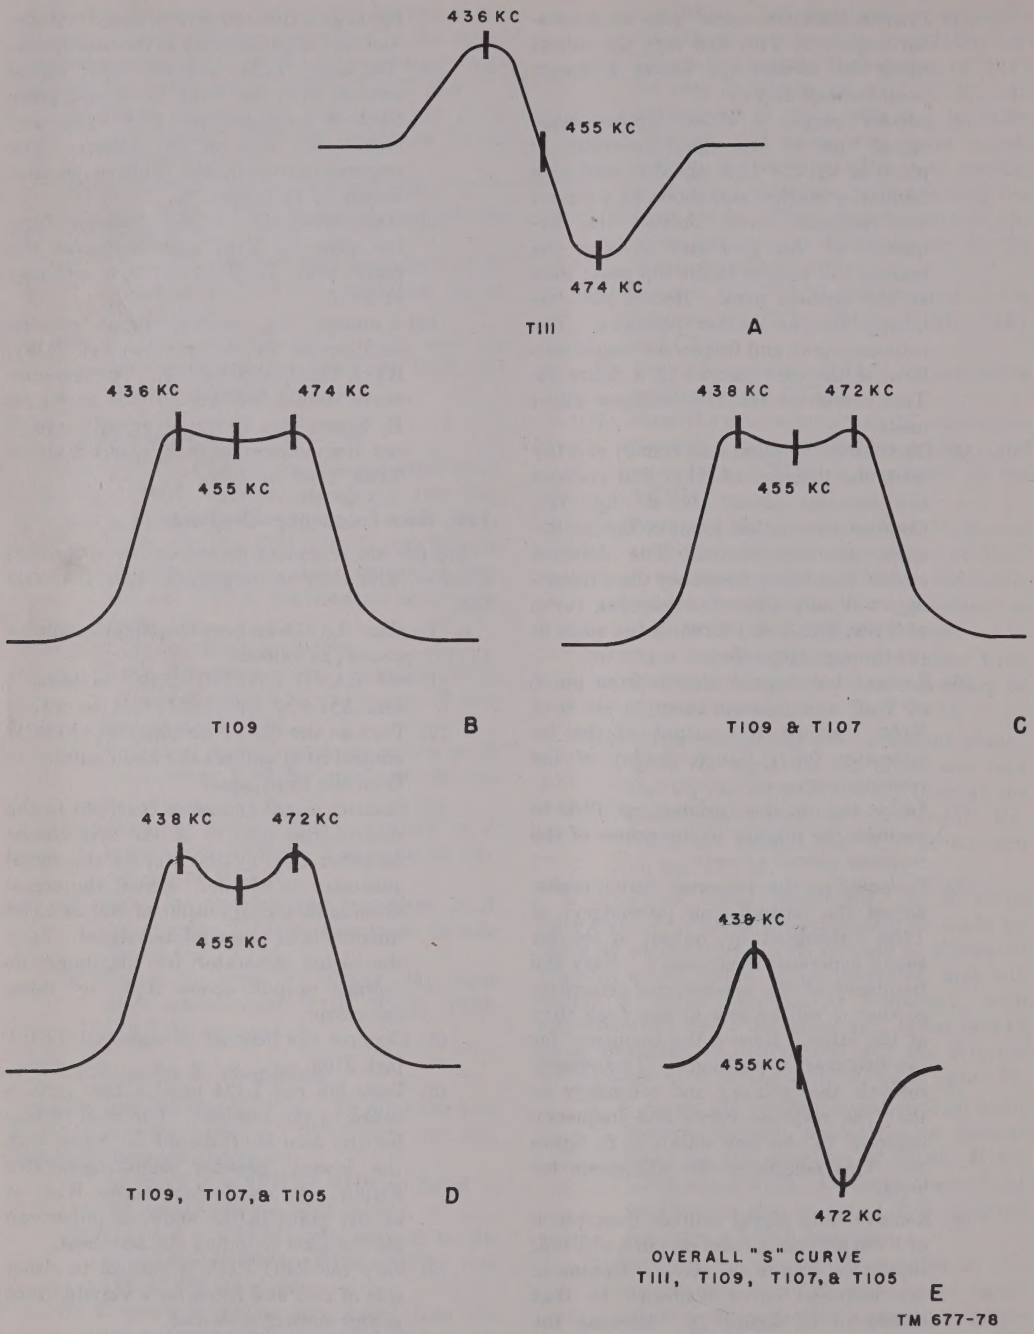
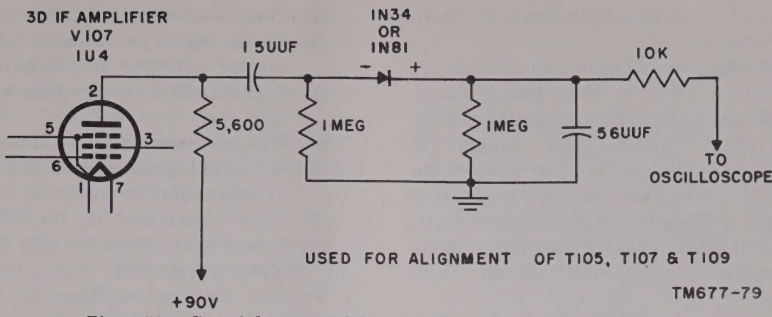

Figure 78. Alinement curves for the 455-kc fm if. transformers.
Figure 79. Crystal detector used for alinement of 455-kc fm if. transformers.
(3) Connect a 455-kc am signal (use the signal generator in paragraph 98), to pin 6 of V107. Set the signal generator for 100,000 microvolts with modulation off.
(4) Adjust the bottom tuning slug of T111 for zero dc output on the VTVM. An adjustment of the tuning slug in either direction will swing the meter needle positive or negative when zero reading is obtained, after the correct setting has been made. This adjustment sets the secondary of the discriminator to the center frequency.
(5) Connect the VTVM from ground to the junction of R179, R180, R181, C255, and C256.
(6) Tune the top slug of T111 for maximum reading on the VTVM.
(7) Place the generator signal ((3) above) on pin 6 of V106 and tune the primary and secondary of T109 to maximum on the VTVM.
(8) Place the signal on pin 6 of V105 and tune the primary and secondary of T107 to maximum on the VTVM. Gradually reduce the rf input of the generator as the number of if. stages increases.
(9) Place the signal on pin 6 of mixer V103 and tune the primary and secondary of T105 to maximum on the VTVM.
(10) After completing the alinement above, leave the signal on the mixer and take the VTVM off and place it back at the discriminator junction ((2) above). Retouch the bottom slug of T111 for zero on the VTVM.
b. Alinement Using Oscilloscope. As an alternate method, a visual alinement can be made by using an oscilloscope. This method of alinement requires an fm sweep signal generator that will supply a 455-kc intermediate frequency, with approximately 50-kc deviation and sweep rate of 50 to 60 cycles, an oscilloscope, and the detector circuit made up of components shown in figure 79.
(1) Connect the vertical amplifier of an oscilloscope through a shielded or coaxiacable to the junction of R181, R182, C256, and CR102. Calibrate the vertical oscilloscope gain so that 1 volt of signal produces a 2-inch deflection.
(2) Connect the horizontal amplifier of the oscilloscope to an external audio signal of 50 or 60 cycles for a proper response curve display.
(3) Insert a 455-kc fm signal from the generator to pin 6 of V107 and vary the output until the oscilloscope shows a 2-inch peak-to-peak display.
(4) Loosely couple a 455-kc unmodulated signal from an am signal generator to pin 6 of V107. This signal is used as a frequency marker and shows as a pip on the response curve. Adjust the frequency of this generator so that the marker will be first at the top peak, then at the bottom peak. Record the frequency for the marker positions. The response curve and frequency should conform to the curve shown in A figure 78. This completes the discriminator alinement.
(5) Disconnect the plate lead (pin 2) of V107 from the primary of T111 and connect the detector circuit to it (fig. 79). Connect the vertical input of the oscilloscope to the circuit. The detector circuit, not being frequency discriminating, will only show the response curve of T109, T107, and T105 in the steps in (6) through (10) below.
(6) Remove both signal sources from pin 6 of V107 and connect them to pin 6 of V106. Adjust the output of the fm generator for a 2-inch display of the response curve.
(7) Adjust the top slug (primary) of T109 to position the marker to the center of the response curve.
(8) To equalize the response curve peaks, adjust the bottom slug (secondary) of T109. Readjust the output of the fm sweep generator if necessary. Vary the frequency of the marker, am generator, so that it will be first at one peak then at the other. Record the frequency for the two marker positions. If necessary, retouch the primary and secondary so that the response curve and frequency conform to the one shown in B, figure 78. This completes the alinement for T109.
(9) Remove both signal sources from pin 6 of V106 and place them on pin 6 of V105; repeat the step in (8) above. Retune so the response curve conforms to that shown in C, figure 78. Because the signal goes through several tuned circuits, there is a slight increase in the bandwidth.
(10) To aline T105, remove both signal sources from pin 6 of V105 and place them on the mixer, pin 6 of V103, and repeat the step in (8) above. The response curve should conform to that shown in D, figure 78.
(11) Disconnect the crystal detector from the plate of V107 and reconnect the plate lead of V107 to the primary of T111.
(12) Connect the vertical input of the oscilloscope to the junction of R181, R182, C256, and CR102. The response curve should conform to that shown in E, figure 78. If the response curve is not symmetrical, slightly readjust either T109, T107, or T105.